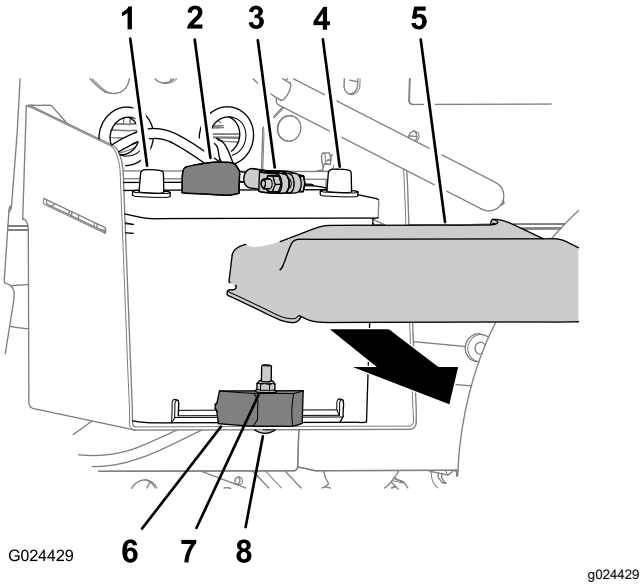

**Figur 46**
1. Klem siderne af batteridækslet sammen, og afmonter dækslet fra toppen af batteriet (Figur 46).
2. Kobl det negative batterikabel fra batteriets pol (Figur 46).
3. Kobl det positive batterikabel fra batteriets pol (Figur 46).
2. Afmonter låsemøtrikken, bræddebolten og batteriklemmen, der fastgør batteriet til batteribakken (Figur 46).
3. Tag batteriet ud af batteribakken (Figur 46).
1. Ret batterierne ind efter maskinens batteribakke (Figur 46).
**Bemærk:** Sørg for, at batteriets positive og negative poler er justeret som vist i Figur 46.
2. Fastgør batteriet til batteribakken med batteriklemmen, bræddebolten og låsemøtrikken (Figur 46).
1. Slut det positive batterikabel til batteriets pol (Figur 46).
2. Slut det negative batterikabel til batteriets pol (Figur 46).
3. Monter batteridækslet på toppen af batteriet (Figur 46).